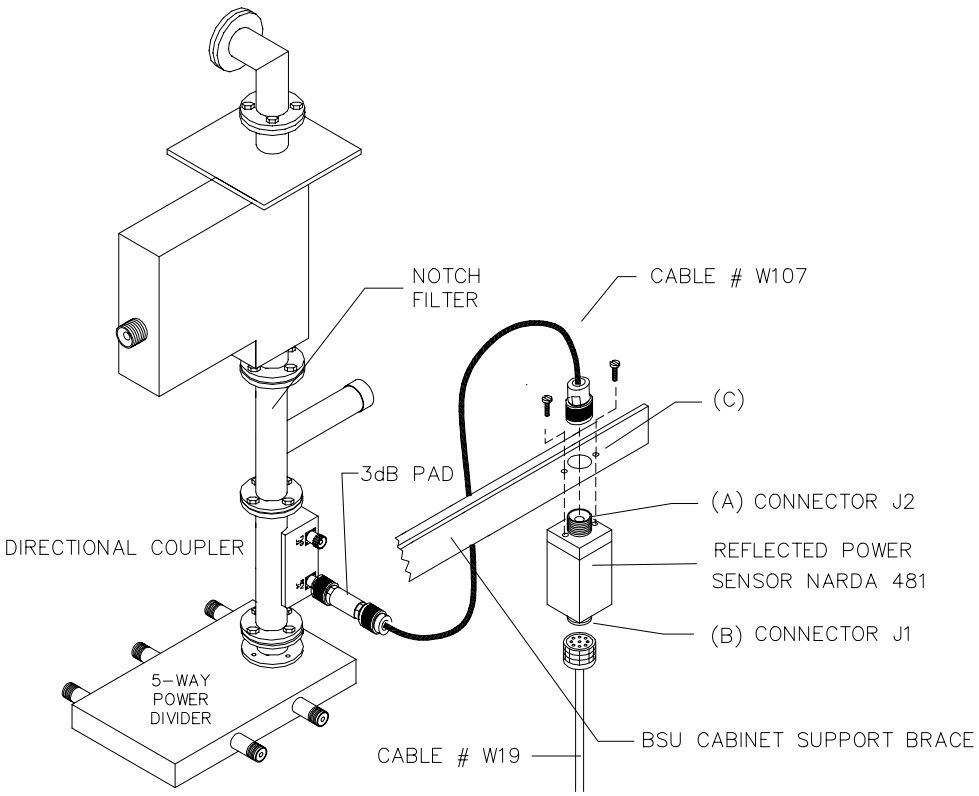

Figure 5-15 Reflected Peak Power Sensor Replacement
3. Unscrew and remove the type "N" connector from the top of the Reflected Power Sensor [point (A) in Figure 5-15].
4. Unscrew and remove the interface cable connector from the bottom of the Reflected Power Sensor [point (B) in Figure 5-15].
5. Remove the mounting screws and remove the sensor [point (C) in Figure 5-15].